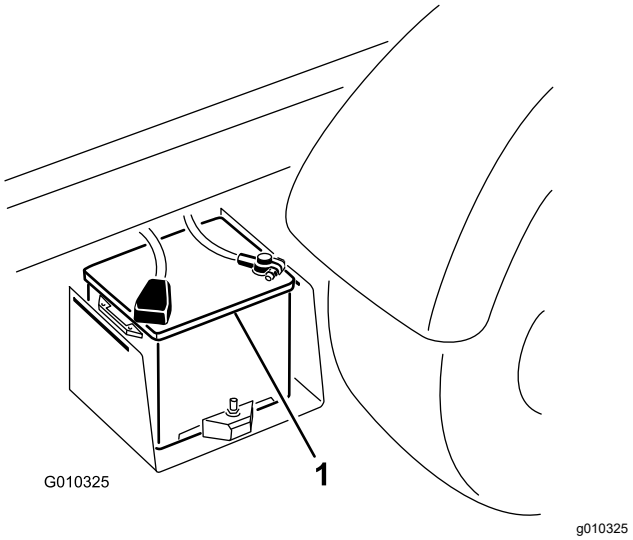

Figuur 42
2. Sluit een startkabel aan tussen de positieve polen van de 2 accu's (Figuur 42).